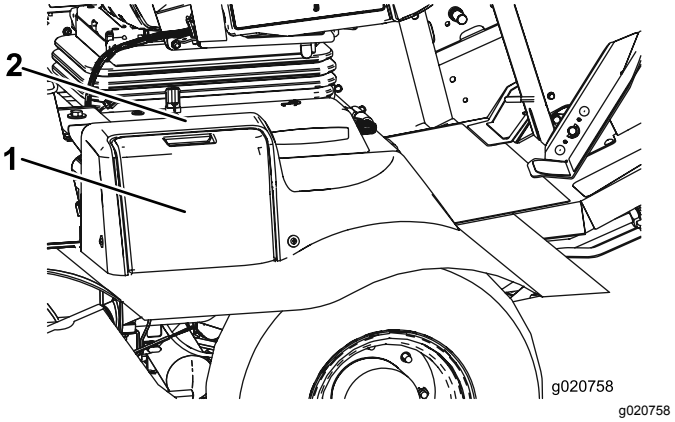

**Figur 61**
1. Åpne batteridekselet på siden av kabinettet (Figur 61).
**Merk:** Trykk ned på den flate overflaten over batteridekselet for å gjøre det enklere å fjerne dekselet (Figur 61).